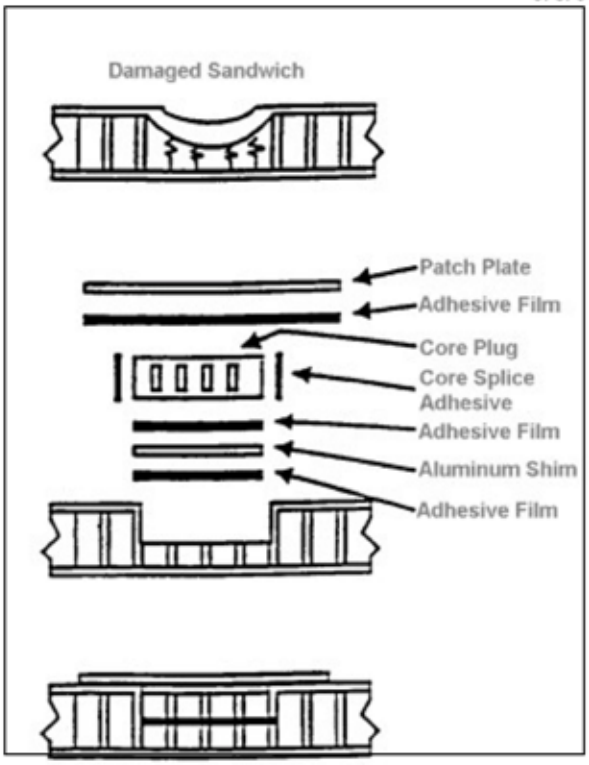

FIGURE 3-16. Details of core repair.
(3) Using a film adhesive, the core plug should be installed as follows. Select the appropriate adhesive film. Cut one disk of adhesive to the same shape and size as the perimeter of the repair cutout if the repair extends through the entire core thickness. Cut two disks if a partial depth core repair is being made. Cut one strip of core splice adhesive to wrap around the core perimeter to its full depth. For a partial depth core repair, also cut out a fiberglass or aluminum disk, again matching the size and the shape of the repair cutout. Figure 3-16 shows the details of a partial depth core repair. Preassemble the pieces.
(4) Wipe the bottom and sides of the cutout area with solvent. Allow the area to dry. Insert the core plug assembly with splice adhesive applied to the perimeter into the core cutout. Ensure the core plug ribbon direction matches that of the parent core. In the case of a partial depth core repair, the plug and disk may be cured to save time. Some restraining method, such as vacuum bagging, may be desirable over the core splice adhesive as this material usually foams up and out during cure. Cure the adhesive according to the manufacturer's directions and allow the area to cool.